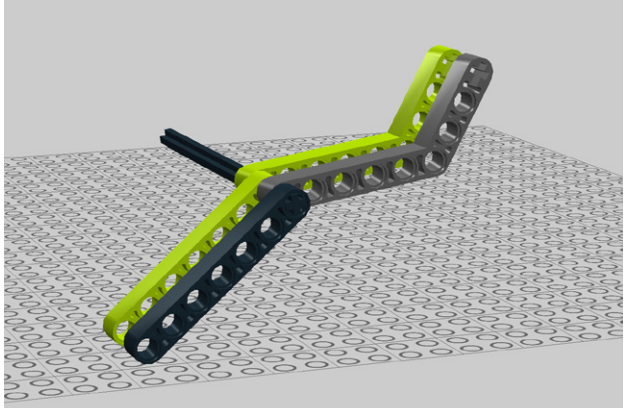

Figure 7-9. *Step 2: Adding more beams*
2. Add one more of each (see Figure 7-9).